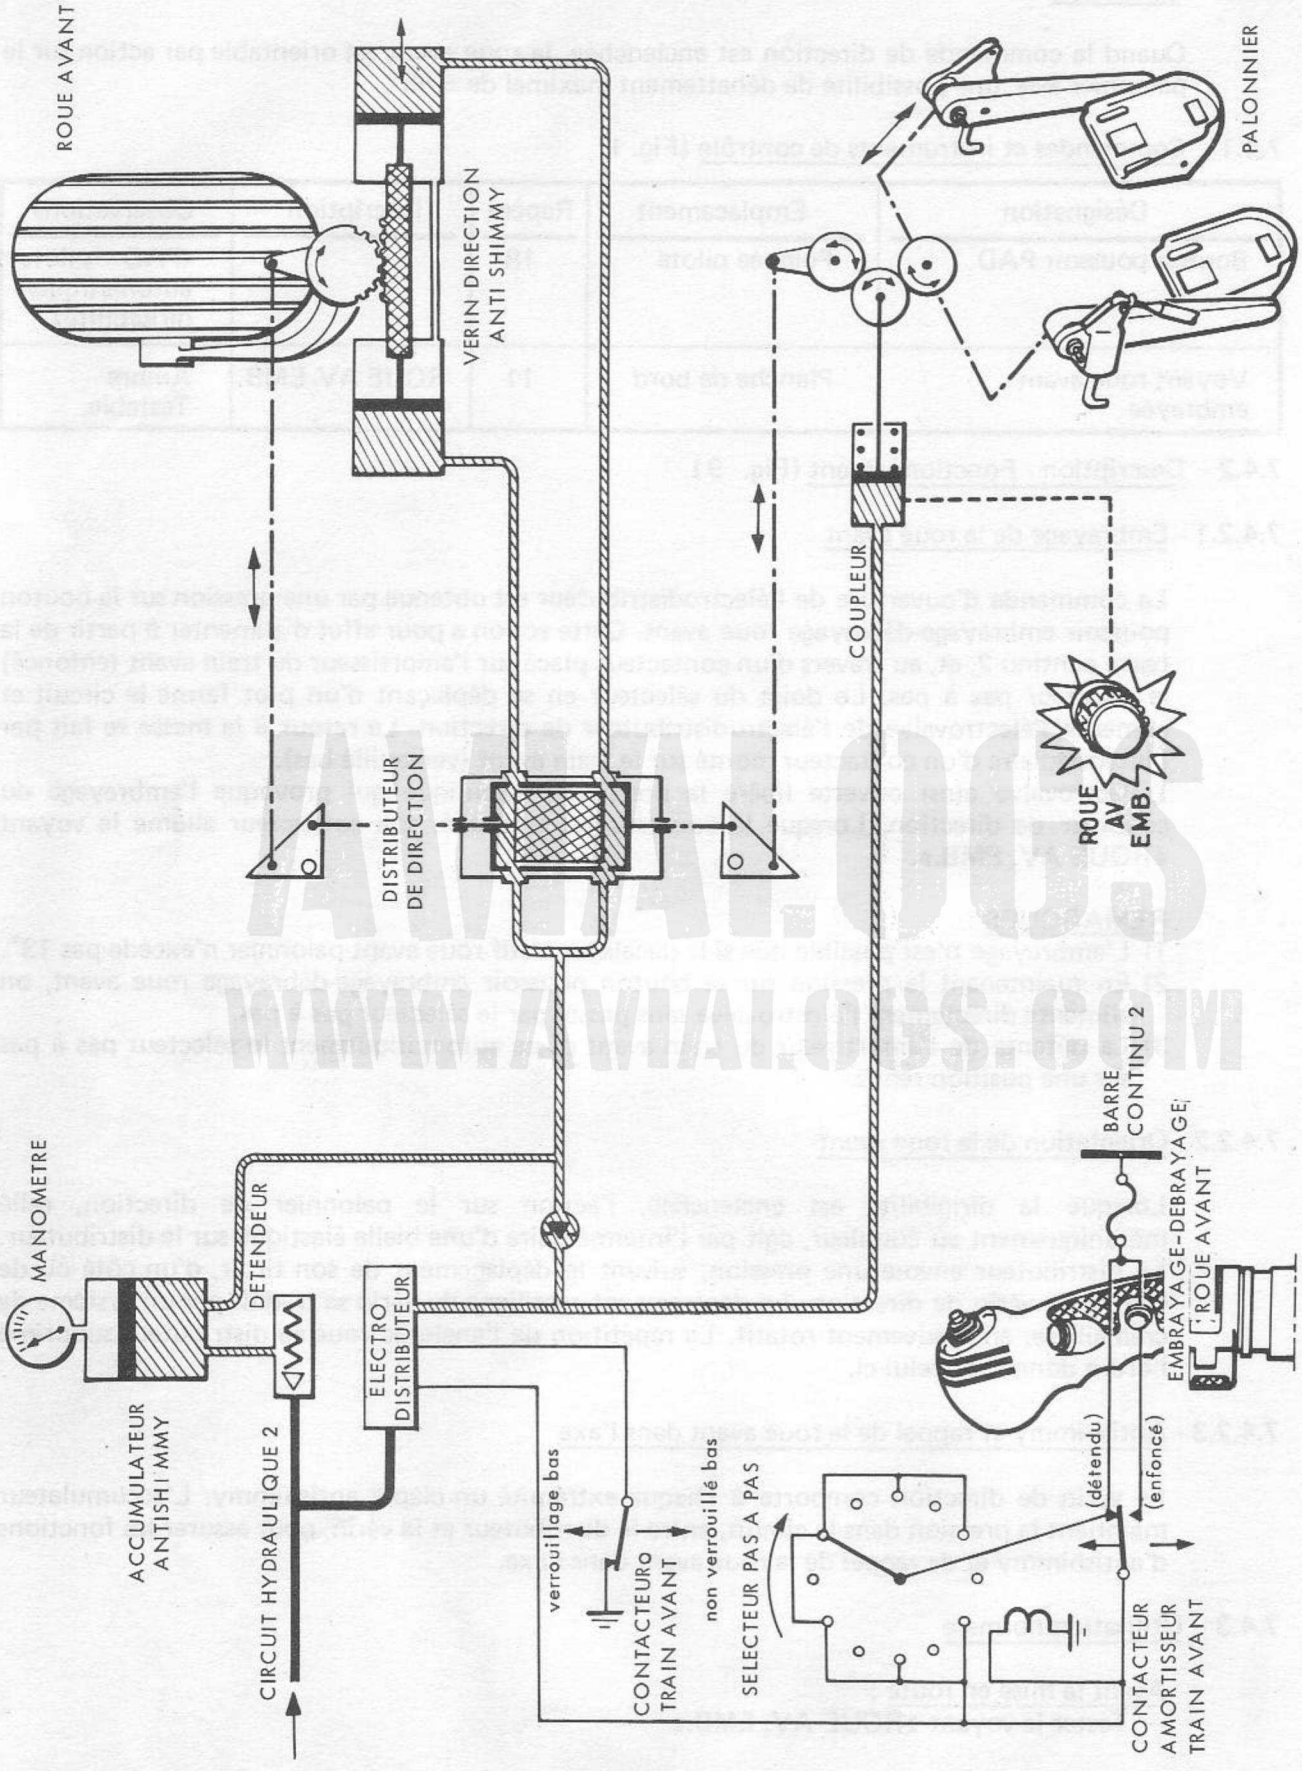

FIGURE 9 - DIRIGIBILITE ROUE AVANT EMBRAYEE ET ANTISHIMMY
7.4.2 - Description - Fonctionnement (Fig. 9)